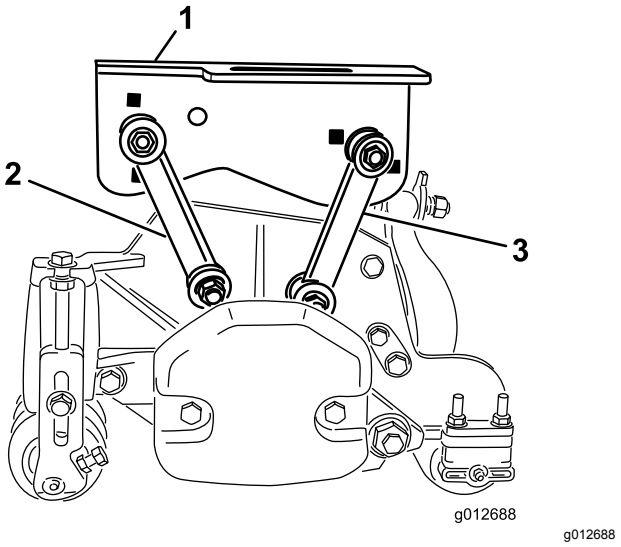

Figur 17
- Fest monteringskoblingene til midtre bærerammehull med en bolt (⅜ x 2¼ tommer), to flate skiver og en låsemutter som vist på Figur 17. Plasser en skive på hver side av koblingen når du monterer. Stram til festene med et moment på 42 N·m.
- Fest bakre monteringskoblinger til midtre bærerammehull med en bolt (⅜ x 2¼ tommer), to flate skiver og en låsemutter som vist i Figur 17. Plasser en skive på hver side av koblingen når du monterer. Stram til festene med et moment på 42 N·m.